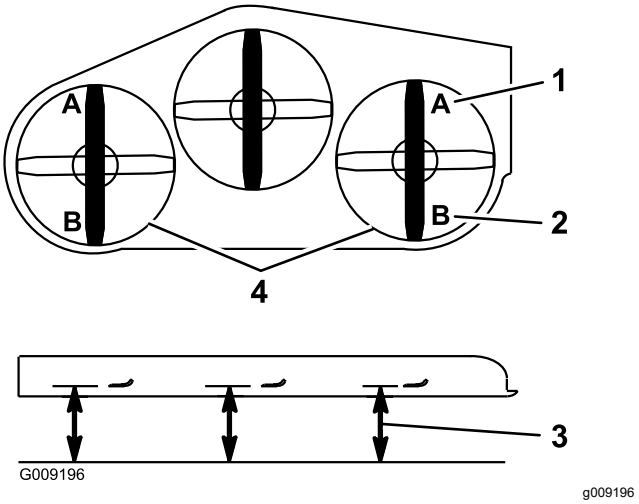

Figur 113
9. Mål fra den jevne overflaten til den fremre tuppen på kniven (posisjon A) på begge sider av klippeenheten, som vist i Figur 113.
15. Mål fra den jevne overflaten til den bakre tuppen på kniven (posisjon B) på begge sider av klippeenheten, som vist i Figur 113.